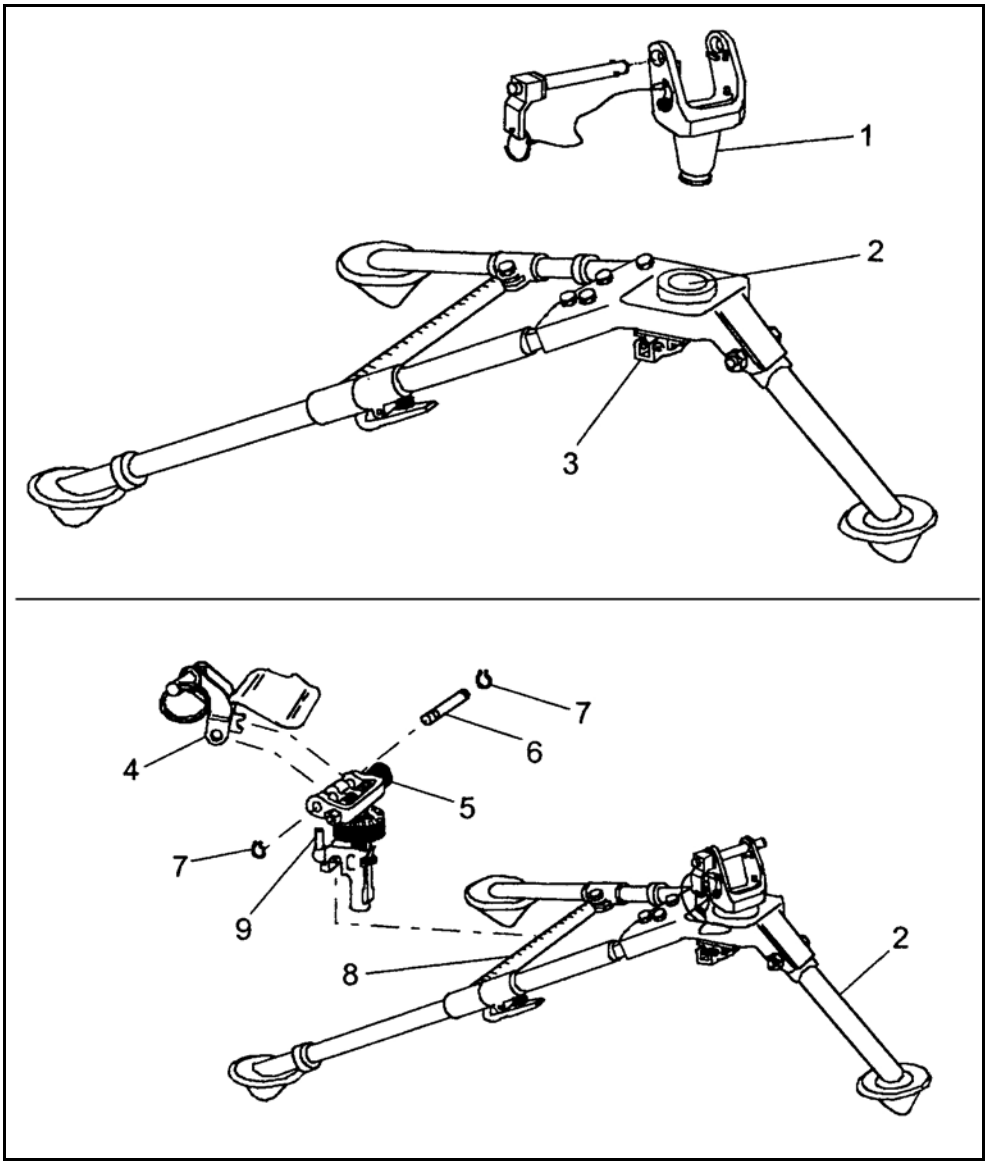

Figure 3-30. Mounting the M240B on the M122A1.
(4) Prepare the T&E mechanism for mounting. First center the elevating and traversing handwheel. To do this, he rotate the elevation handwheel until aboout 1 1/2 inches (two fingers) are visible on the upper elevating screw; rotating the traversing slide until approximately two fingers are visible on the lower elevating screw. The gunner rotates the traversing handwheel towards his body as far as it will go, then he turns it away two complete revolutions. He checks the traversing handwheel scale to ensure the “0” on the scale is aligned with the “0” index line before and after the two revolutions. The T&E should be centered now (Figure 3-30).
(5) Mount the T&E mechanism, pintle assembly, and fork assembly to the M122A1 tripod. With the T&E roughly centered, place the pintle assembly (1) into the sleeve bushing on the tripod leg assembly (2). Release the pintle lock (3) on the tripod leg assembly to secure the pintle assemblly to the tripod (Figure 3-30).
(6) Align the holes in the fork assembly (4) with the holes in the T&E (5). Insert the pin (6) through the fork assembly and the T&E and secure with "C" clamps (7) (Figure 3-30).
(7) Mount the weapon on the M122A1 tripod assembly (Figure 3-30). Tilt the muzzle down slightly and insert the weapon's front receiver bushing (1) into the slots in the pintle assembly (2). Insert the quick-release pin (3) through the pintle (2) and front receiver bushing (1). Place the T&E assembly (5) (with fork assembly attached) onto the traverse bar (8) of the tripod leg assembly (2). Lock the T&E mechanism into place by turning the lock lever (9) clockwise. Lower the rear of the weapon into the fork assembly (4). Align the mounting holes (5) in the trigger housing with the hole in the fork assembly (4). Insert the spring pin (6) through the holes in the trigger assembly and fork but make sure the weapon is securely attached.